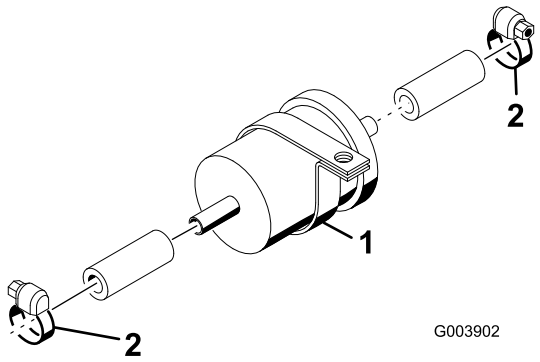

**Figuur 56**
3. Haal de slangklemmen op beide uiteinden van het filter los en trek de brandstofslangen van het filter (Figuur 56).
5. Druk de brandstofslangen op het nieuwe brandstoffilter en zet deze vast met de slangklemmen (Figuur 56).